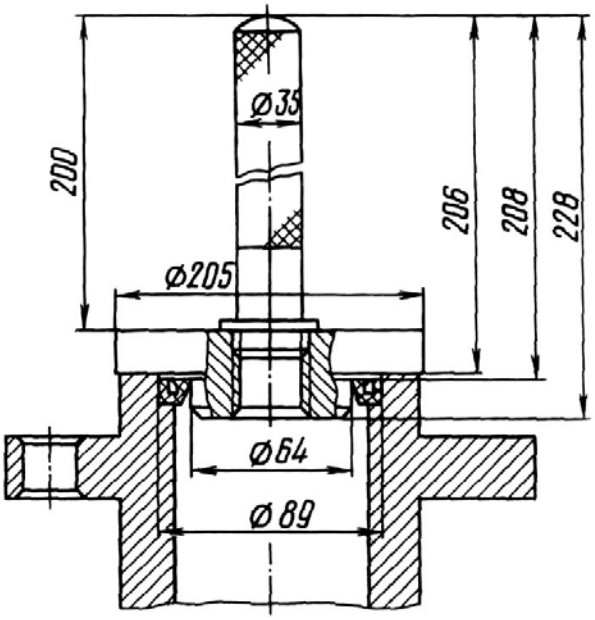

Рис.53. Запрессовка манжеты в корпус шаровой опоры
4. Запрессуйте в корпус шаровой опоры 22 (см. рис.44) манжету 24 полуоси 25. Смажьте рабочую кромку манжеты трансмиссионным маслом. Убедитесь в правильном расположении пружины в канавке манжеты. Запрессуйте манжету оправкой (рис.53), не допуская перекосов манжеты.